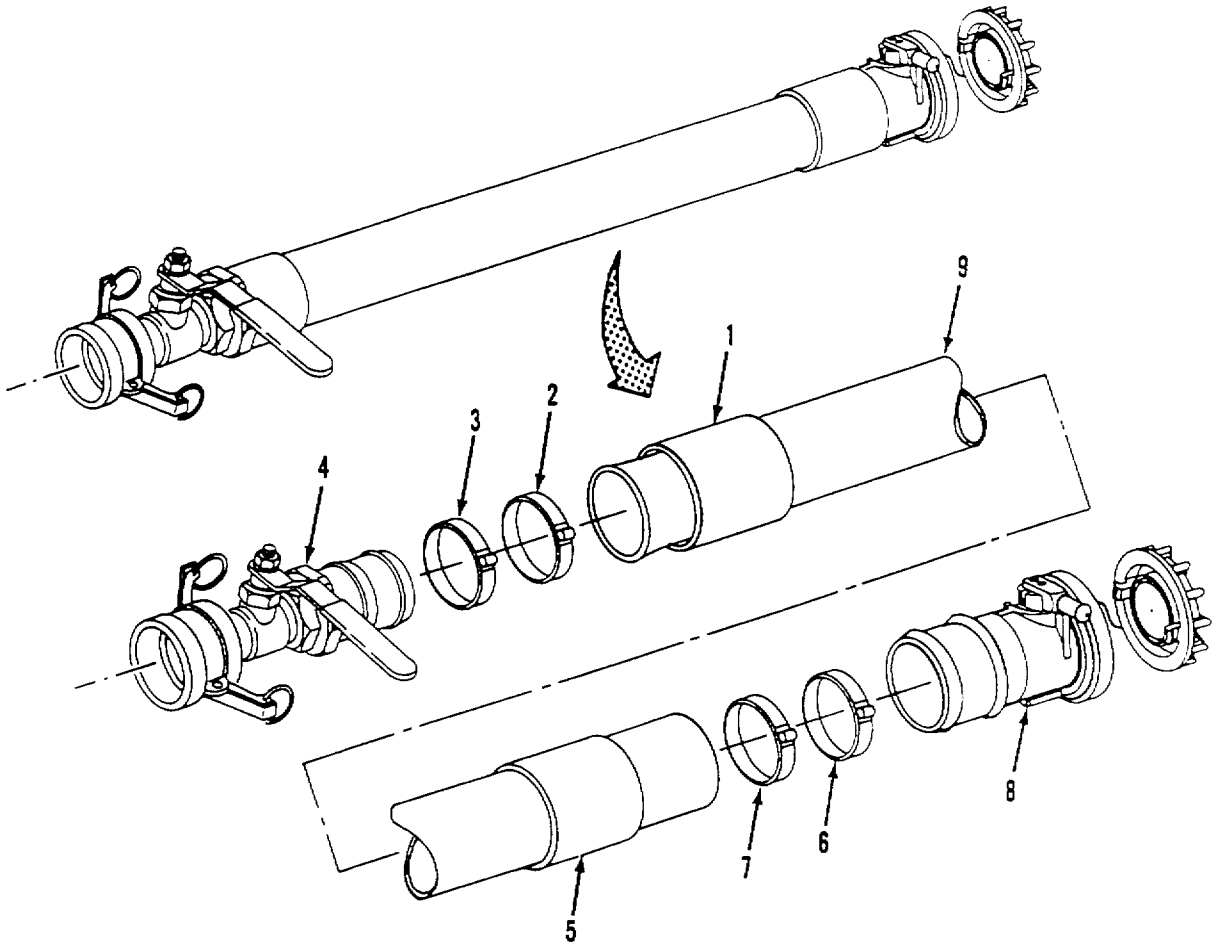
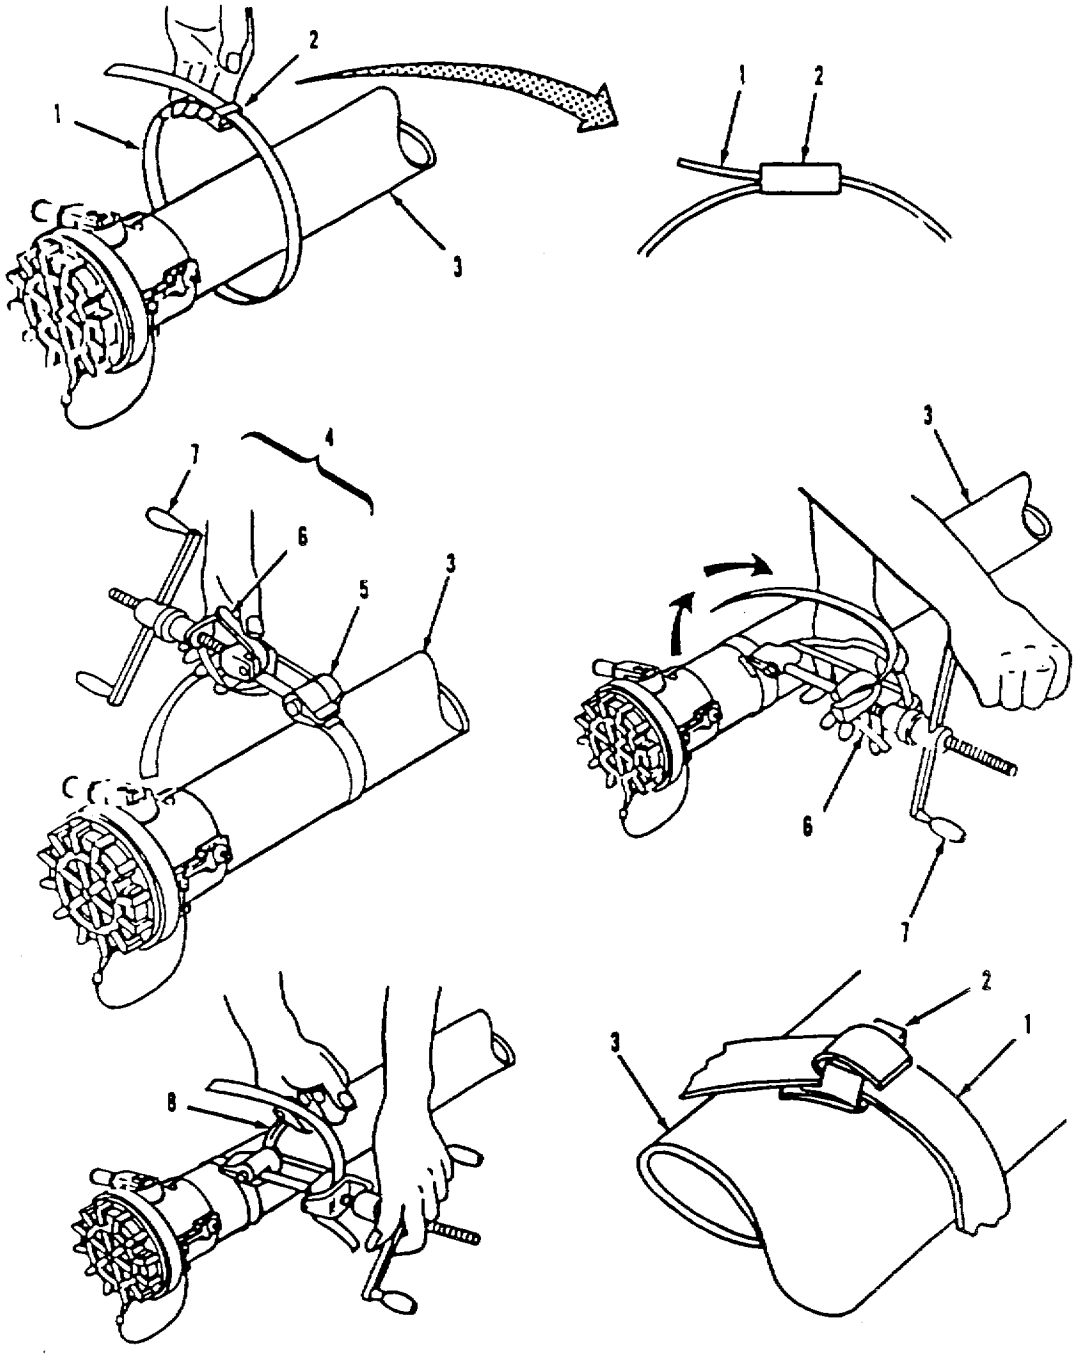

Figure 4-17. 3-inch Fuel Hose Assembly.
Figure 4-18. 3-Inch Fuel Hose Clamp Installation.
c. Inspection. Refer to figure 4-17.
(1) Inspect ball valve assembly (4) for cracks, corrosion and damaged quick disconnect coupling.
(2) Inspect valved dry break coupling assembly (8) for cracks, corrosion and damaged coupling body.
(3) Inspect hose (9) for cuts, tears, punctures, bulges and delamination.
(4) Inspect ends of hose (9) for damage or missing ground wires. Perform continuity test of ground wire from one end of hose to the other. Continuity must exist.
(5) Inspect ground wires at both ends of hose (9). At least 1/2 inch of wire must be exposed. If required, trim back hose material to obtain correct wire length.
(1) Replace damaged components and all mandatory replacement parts.
(2) Repair ball valve assembly (para 4-22).
(3) Repair valved dry break coupling assembly (para 4-18).
e. Assembly. Refer to figure 4-17.
(1) Slide sleeve (5) onto hose (9) and position it about 12 inches back from end of hose.
(2) Fold ends of grounding wires into hose (9).
(3) Push valved dry break coupling assembly (8) into end of hose (9).
(4) Slide sleeve (1) onto hose (9) and position it about 12 inches back from end of hose.
(5) Push ball valve assembly (4) into end of hose (9).
(6) Perform continuity test between ball valve assembly (4) and valved dry break coupling (8) to ensure ground wires are firmly seated. Continuity must exist.
(7) Wrap end of clamp (1, figure 4-18) around hose (3) and through seal (2). Position clamp about 1-inch from end of hose.
(8) Wrap another loop of clamp (1) around hose (3) and through seal (2).
(9) Position tag end of clamp (1) in slots of clamping tool (4). Tool nose (5) should fit snug against seal (2).
(10) Apply pressure to gripper lever (6) and turn handle (7) until clamp (1) is snug. Tool will lock in place when correct tension is applied. Reposition tool as required.
(12) While reversing handle (7) 3/4 turn, roll tool (4) to opposite side of seal (2). (This will bend strapping and prevent it from slipping through seal when tool is removed.)
(13) Pull cutting handle (8) on tool to cut strapping (1).
(14) Remove tool (4) while holding strapping stub down on seal (2) with thumb.
(15) Clinch end of clamp (1) by hammering down tag end clamp over seal (2).
(16) Repeat steps (7) through (15) for three remaining clamps (2,3, and 7, figure 4-17). Clamps should be 1 inch from end of hose and 2 inches apart.
(17) Slide sleeve (5) over clamps (6 and 7).
(18) Slide sleeve (1) over clamps (2 and 3).
(19) Install hose assembly in fuel system (para 3-4b).
(20) Start up fuel system (para 2-12g) and test repaired hose for leaks.